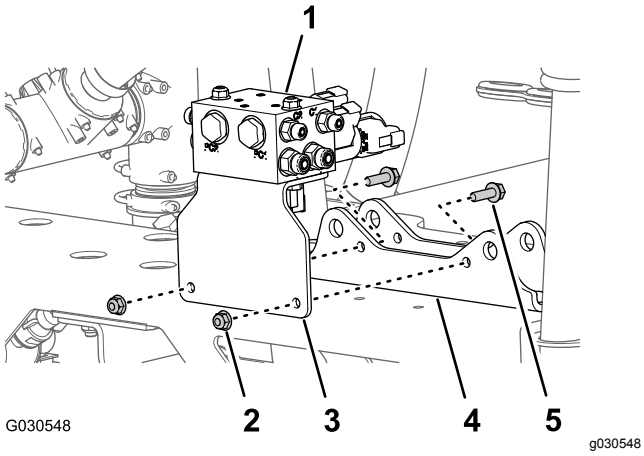

Figur 76
3. Fjern de to flenslåsemutterne (5/16 tomme) og to flenshodeboltene (5/16 x 1 tomme) som fester støttebraketten for bomløftemanifolden til sylinderfestet, og fjern manifolden og braketten fra maskinen (Figur 76).